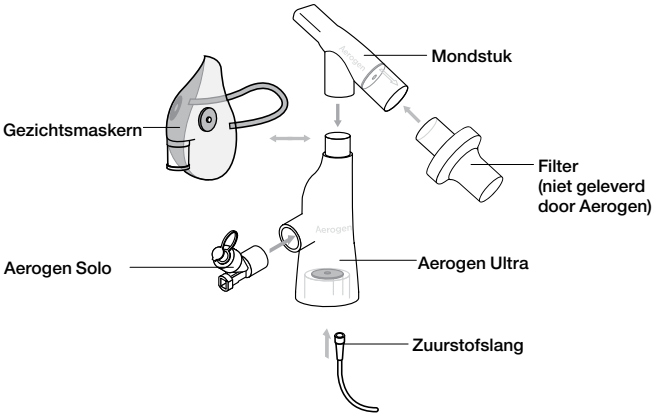

Afbeelding 15. Montage van de Aerogen Ultra
A. Plaats de Aerogen Solo-vernevelaar stevig in de aangegeven richting in de Aerogen Ultra (zie Afbeelding 15).